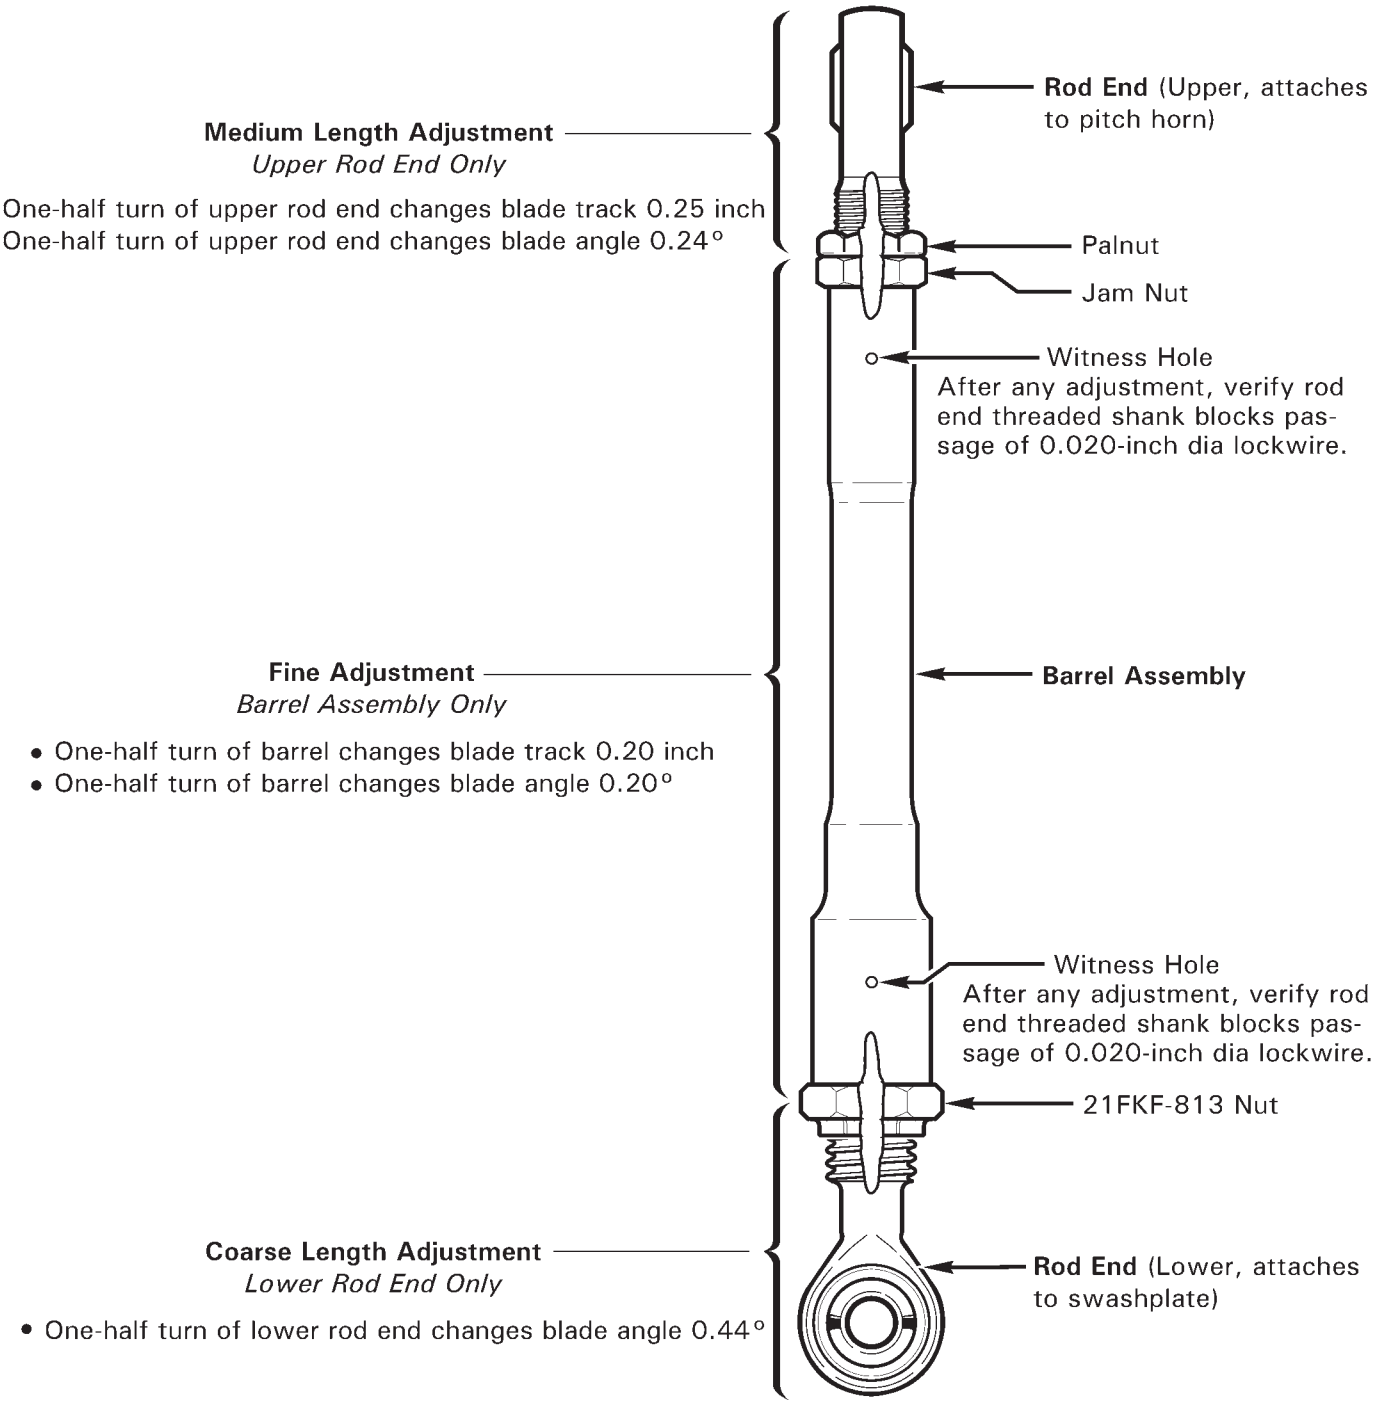

FIGURE 18-3A C258-5 MAIN ROTOR PITCH LINK
i. Refer to Figure 18-3A. Using backup wrench on barrel assembly, loosen 21FKF-813 nut at lower rod end, and upper rod end palnut and jam nut.
a. Refer to Figure 18-3A or 18-3B. Using backup wrench on barrel assembly or fitting, loosen upper rod end palnut and jam nut. Remove hardware securing rod end to pitch horn.
i. Refer to Figure 18-3A. Using backup wrench on barrel assembly, loosen 21FKF-813 nut at lower rod end. Remove hardware securing lower rod end to swashplate.